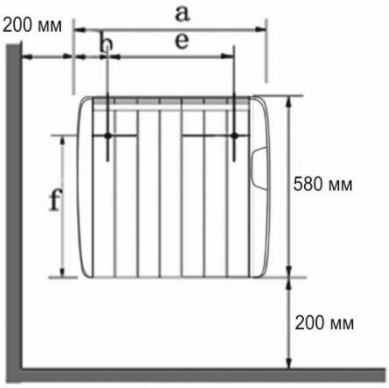

Рис. 2 Крепежные отверстия
3. Поставьте видимые метки в стене, следуя размерам в Рис. 2 и Таблице 2